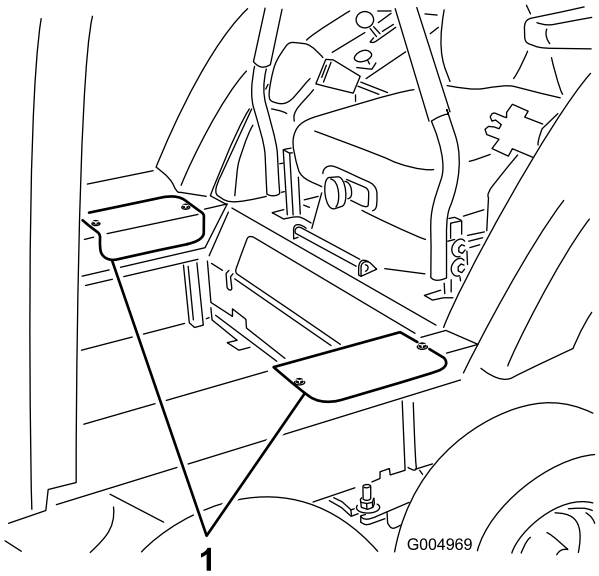

Figur 40
1. Fjern de to skruer, der fastholder hvert sideadgangsdæksel, og afmonter dækslerne (Figur 40).